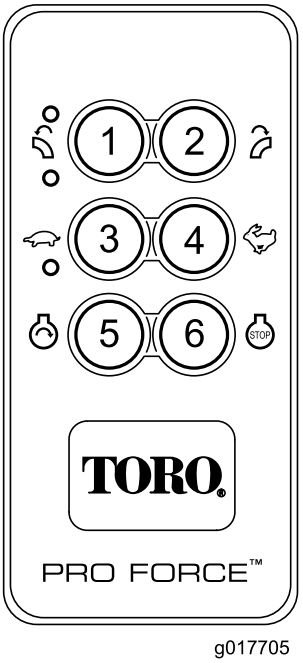

Figur 11
4. Motorstart aktiveres kun ved at trykke på startknappen, når Engine Start Enable Condition (aktiveringstilstanden for motorstart) er aktiv. Aktiveringstiltanden for motorstart kan kun aktiveres, når den følgende Engine Start Enable Sequence (aktiveringssekvens for motorstart) er blevet udført (Figur 11).